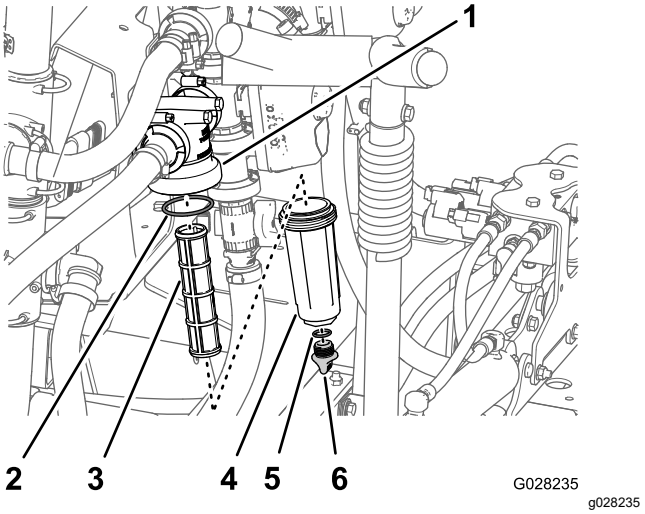

**Figur 56**
2. Placera ett kärl under tryckfiltret (Figur 56).
3. Vrid avtappningslocket motsols och ta bort det från tryckfiltrets skål (Figur 56).
4. Vrid skålen motsols och ta bort filterhuvudet (Figur 56).
5. Ta bort tryckfiltret (Figur 56).
7. Kontrollera att avtappningspluggens packning (sitter på insidan av skålen) och skålens packning (sitter på filterhuvudets insida) inte är slitna eller skadade (Figur 56).
8. Montera tryckfiltret i filterhuvudet (Figur 56).
9. Montera skålen på filterhuvudet och dra åt för hand (Figur 56).
10. Sätt på avtappningslocket på skruvförbindningen i skålens botten och skruva åt det för hand (Figur 56).